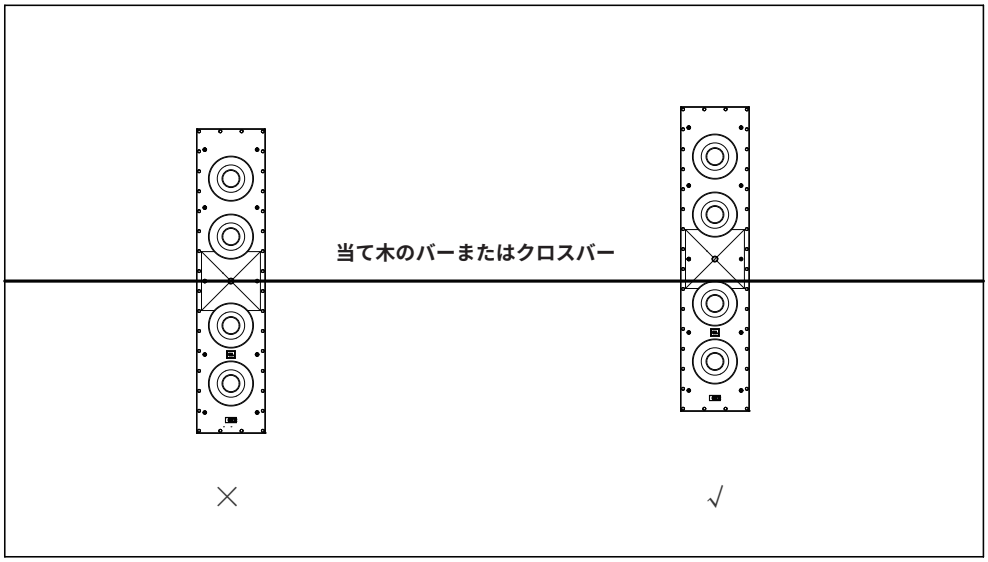

**図 4**
**注：** 透過型プロジェクション・スクリーンには、真ん中にスクリーンフレームを横切る当て木のバーまたはクロスバーが存在する場合があります（図 4）。その場合は、バーがホーンの邪魔になっていないことをご確認ください。バーがスピーカーの前の、セントラルウーファーに最も近いほうのホーンの端を横切るようにスピーカーを縦向きに設置します。